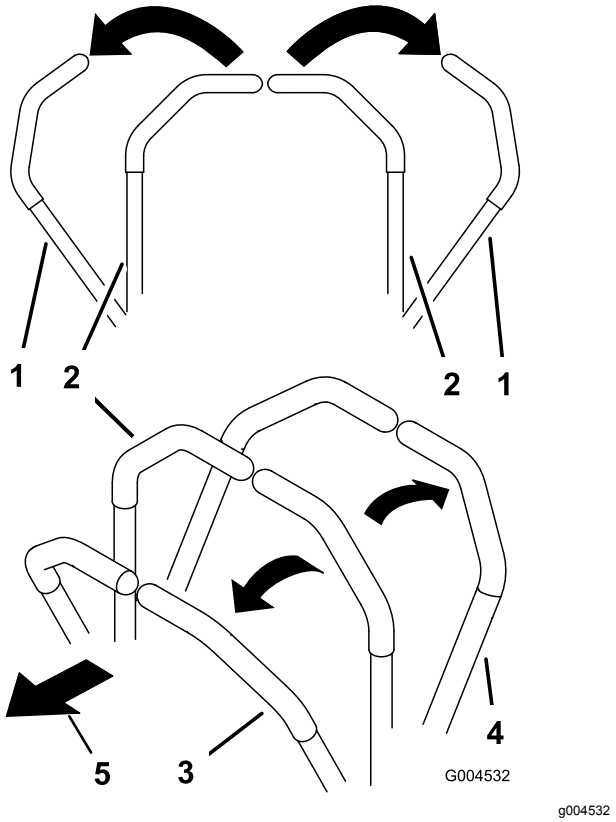

Figur 21
1. För reglerhandtagen till det neutrala låsläget (Figur 21).